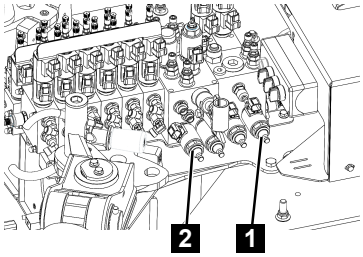

Fig. 168
3. Screw in the valve (Fig.168/1) clockwise.
4. Screw in the boom system release valve (Fig.168/2) clockwise.